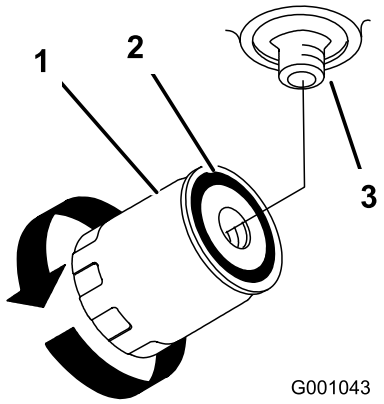

**Figur 76**
3. Påfør et tyndt lag hydraulikvæske på gummipakningen på det nye filter (Figur 76).
7. Fyld hydrauliktanken med hydraulikvæske, indtil væsken flyder over filteret, og drej dernæst oliefilteret med uret, indtil gummipakningen berører filteradapteren. Stram dernæst filteret yderligere 1/2 omgang (Figur 76).